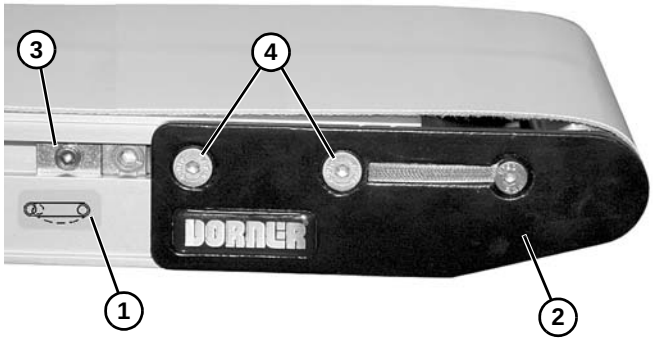

Abbildung 6
2. Auf der Spannseite des Förderbands, mit einem Etikett gekennzeichnet **(Abbildung 6, Teil 1)**, die Kopfplattenbaugruppe **(Abbildung 6, Teil 2)** eindrücken:
a. Auf beiden Seiten des Förderbands die Exzenter-Tracking-Baugruppen **(Abbildung 6, Teil 3)** (falls vorhanden) lösen und weg von den Kopfplatten bringen.
b. Befestigungsschrauben **(Abbildung 6, Teil 4)** lösen und Kopfplattenbaugruppe nach innen drücken.